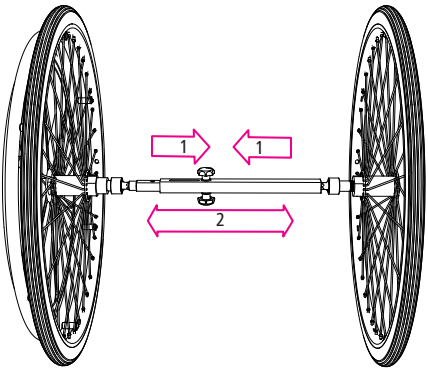

afb. 14
2. Om dit te doen, pakt u de verbindingsstang beet en trekt u ze naar het midden naar elkaar toe (1, afb. 14).
4. De eerstvolgende keer dat u de rolstoel weer met één hand wilt bedienen, moet de rolstoel eerst worden uitgeklapt (hoofdstuk 3.1). De onder veerspanning staande verbindingsstang kan in dat geval weer op de assen van de eenhandsaandrijving worden gemonteerd (2, afb. 14).